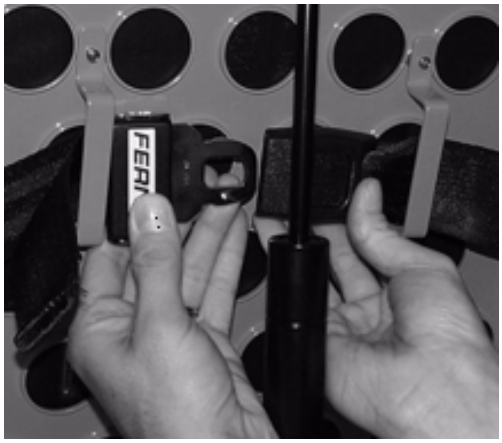

Figur 51
4. Vira bältena runt ryggstödet och för in bältändarna genom fästena. Sätt fast spännet ordentligt (se Figur 51).